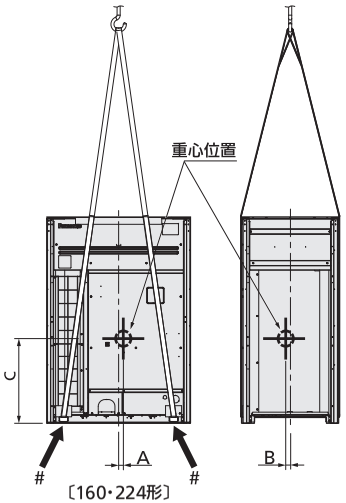

図5
クレーンで吊り上げる場合は、ユニットを傷つけないようベルトを使用し、以下の点に注意して、図5の要領で吊り上げてください。
**4-4.** ベルトを掛けるときは、必ず図5に示す矢印#の位置にある正面、背面各2か所の吊上ベルト挿入部にベルトを通してください。